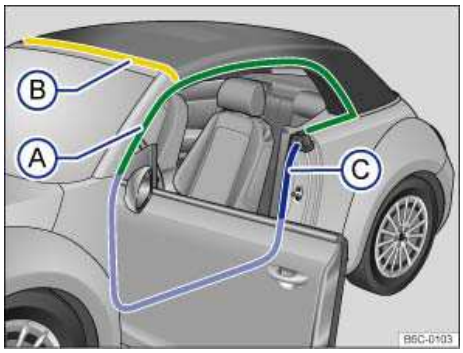

Fig. 151 Caring for rubber seals: Seals on the side windows A, the roof seal B, and door seals C.
- Remove dust and dirt from the rubber seals ⇒ fig. 151 (A) and (B) using a soft, lint-free cloth and plenty of water. The roof seal (B) is located between the vehicle body and the convertible top frame.
- Do not use any conditioning materials on seals (A) and (B) ⇒ ⓘ. The windows could be smudged by the product running down onto the glass.